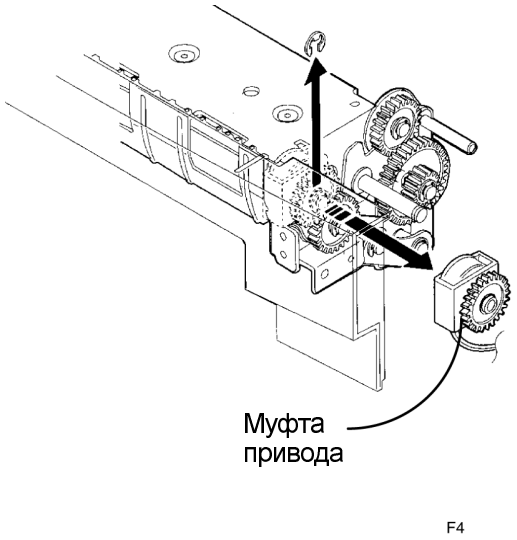

Рисунок 1. Снятие муфты привода лотка 2
3. (Рисунок 1): Снимите муфту привода лотка 2.